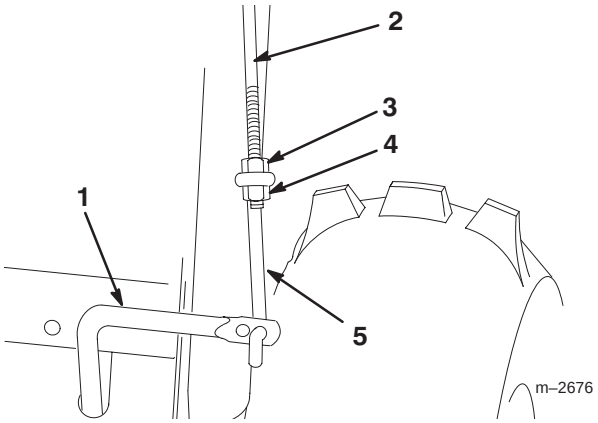

Figur 12
2. Trä i den undre länken genom det yttre hålet i den nedre reglagestången enligt figur 12.